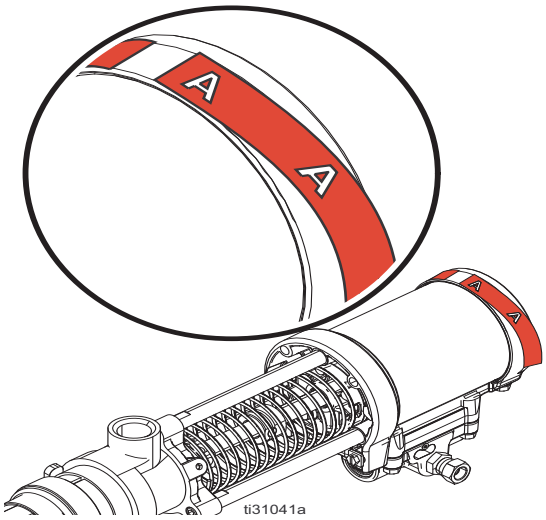

FIG. 8
4. Använd de medföljande märkningarna för att identifiera lämplig pump för ditt material. Se FIG. 8.